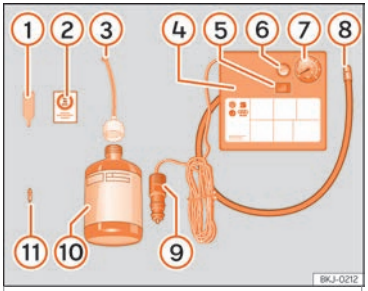

Fig. 31 Standard representation: anti-puncture kit contents.
The anti-puncture kit is located underneath the floor covering in the luggage compartment. It includes the following components ››› Fig. 31:
- Unscrew the tyre valve cap and insert. Use the ››› Fig. 31 ① tool to remove the insert. Place it on a clean surface.
- Shake the tyre sealant bottle vigorously ››› Fig. 31 ⑩.
- Screw the inflator tube ››› Fig. 31 ③ into the sealant bottle. The bottle's seal will break automatically.
- Remove the lid from the filling tube ››› Fig. 31 ③ and screw the open end of the tube into the tyre valve.
- Place the insert back into the tyre valve using the tool ››› Fig. 31 ①.
- Screw the compressor tyre inflator tube ››› Fig. 31 ⑧ into the tyre valve.
- Check that the air bleed screw is closed ››› Fig. 31 ⑥.
- Insert the connector ››› Fig. 31 ⑨ into the vehicle's 12-volt socket ››› page 139.
- Turn the air compressor on with the ON/OFF switch ››› Fig. 31 ⑤.
- Attach the sticker ››› Fig. 31 ② to the instrument cluster, within the driver's visual field.
Screw the inflator tube ››› Fig. 31 ⑤ again and check the pressure on the gauge ⑥.